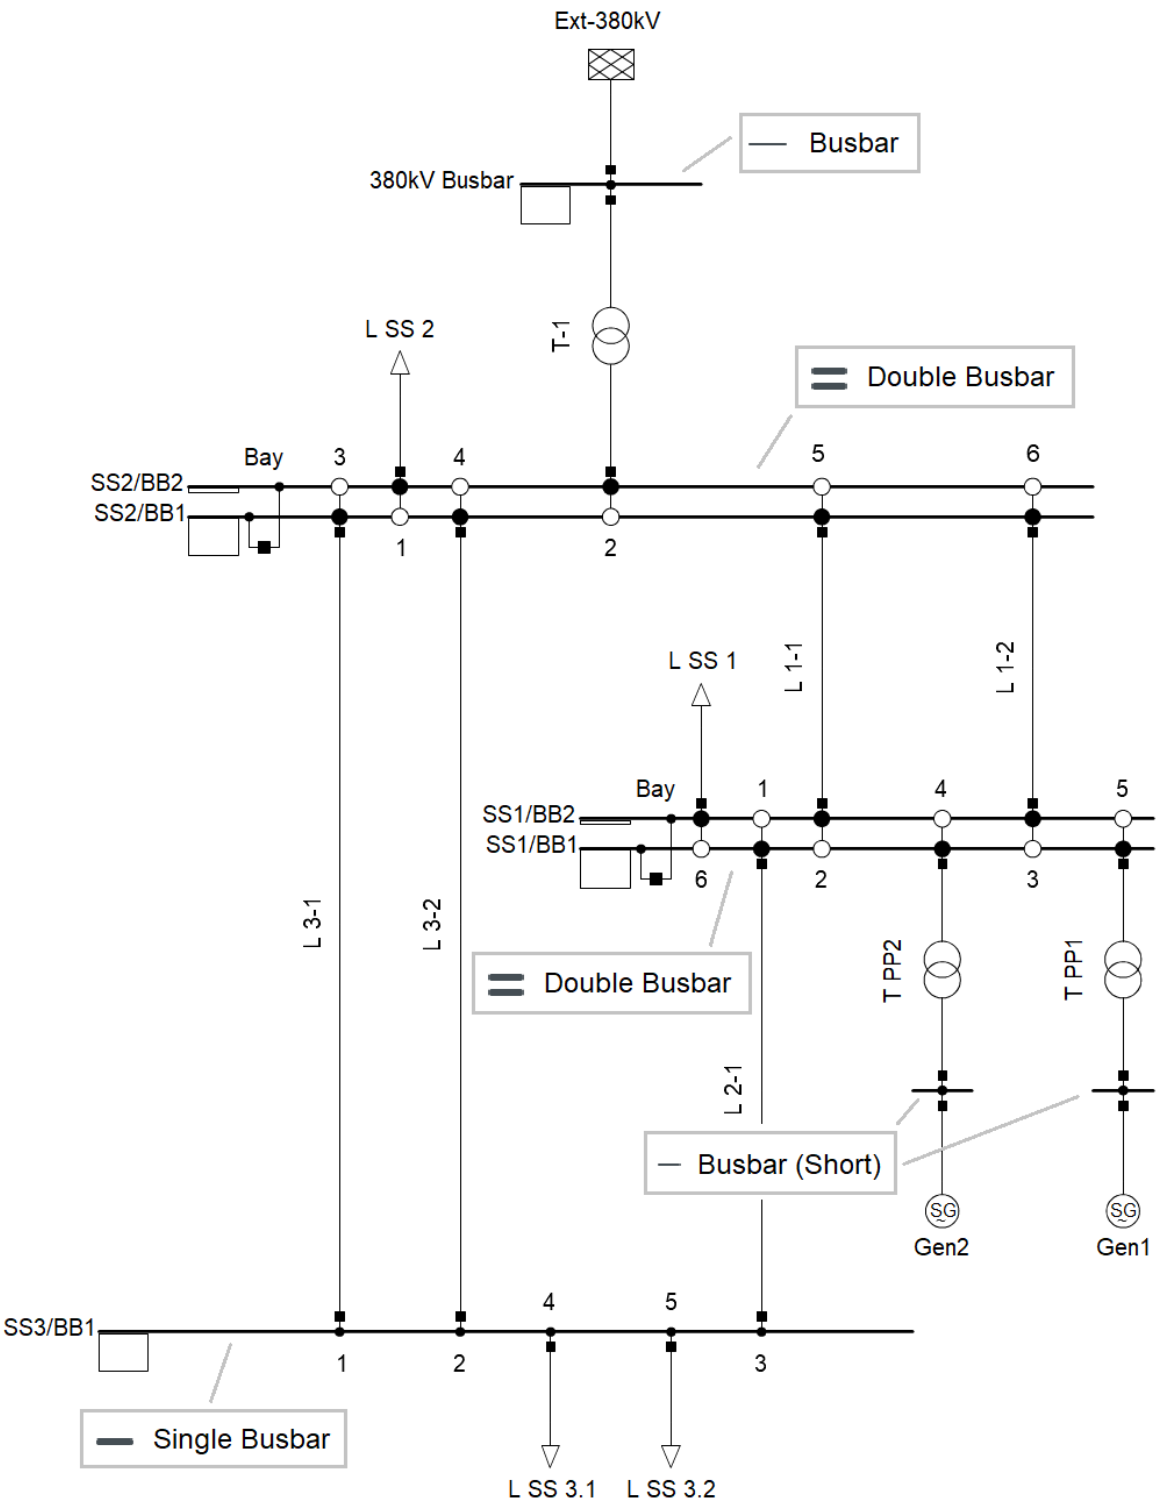

Figure 1: Single-line diagram of the modelled 110 kV network
You are going to create the 110 kV grid shown in Figure 1. Here is some guidance about creating network elements in the single line diagram:
In the following, the network model of a 110 kV transmission network is built using the graphic. The topology of the network is given in the Figure 1. Follow the instructions below.
- Change the names of the single and double busbar objects according to Figure 1. To access the substation name, open the edit dialog of the busbar and then click on the arrow next to the *Substation* parameter.
- Connect the busbar systems with the *Line* elements and change the names according to Figure 1. Additional bays may be added by its detailed diagram can be opened by selecting the option *Diagrams → Show Detailed Diagram of Substation* from the context menu, resizing the busbars, copying existing bays (the numbered grey rectangles) and pasting them.
So far, you have entered all the network elements, however some elements (e.g., lines, transformers, generators) are not completely defined without a type and need additional electrical information. Therefore, new types have to be defined and linked to the elements. You will create new types according to data sheets. The names of the individual objects assigned in the following steps are as shown in Figure 1.